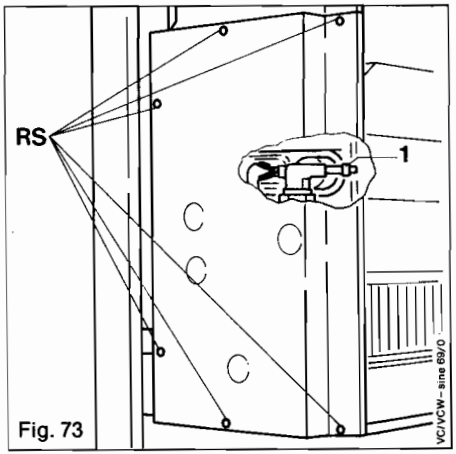

Fig. 73
14.21 Change of main heat exchanger and combustion chamber duct (Fig. 73)
Drain the boiler by opening air vent (1, Fig. 73) and draining C.H. side of appliance through both drain nipples (B, Fig. 37).